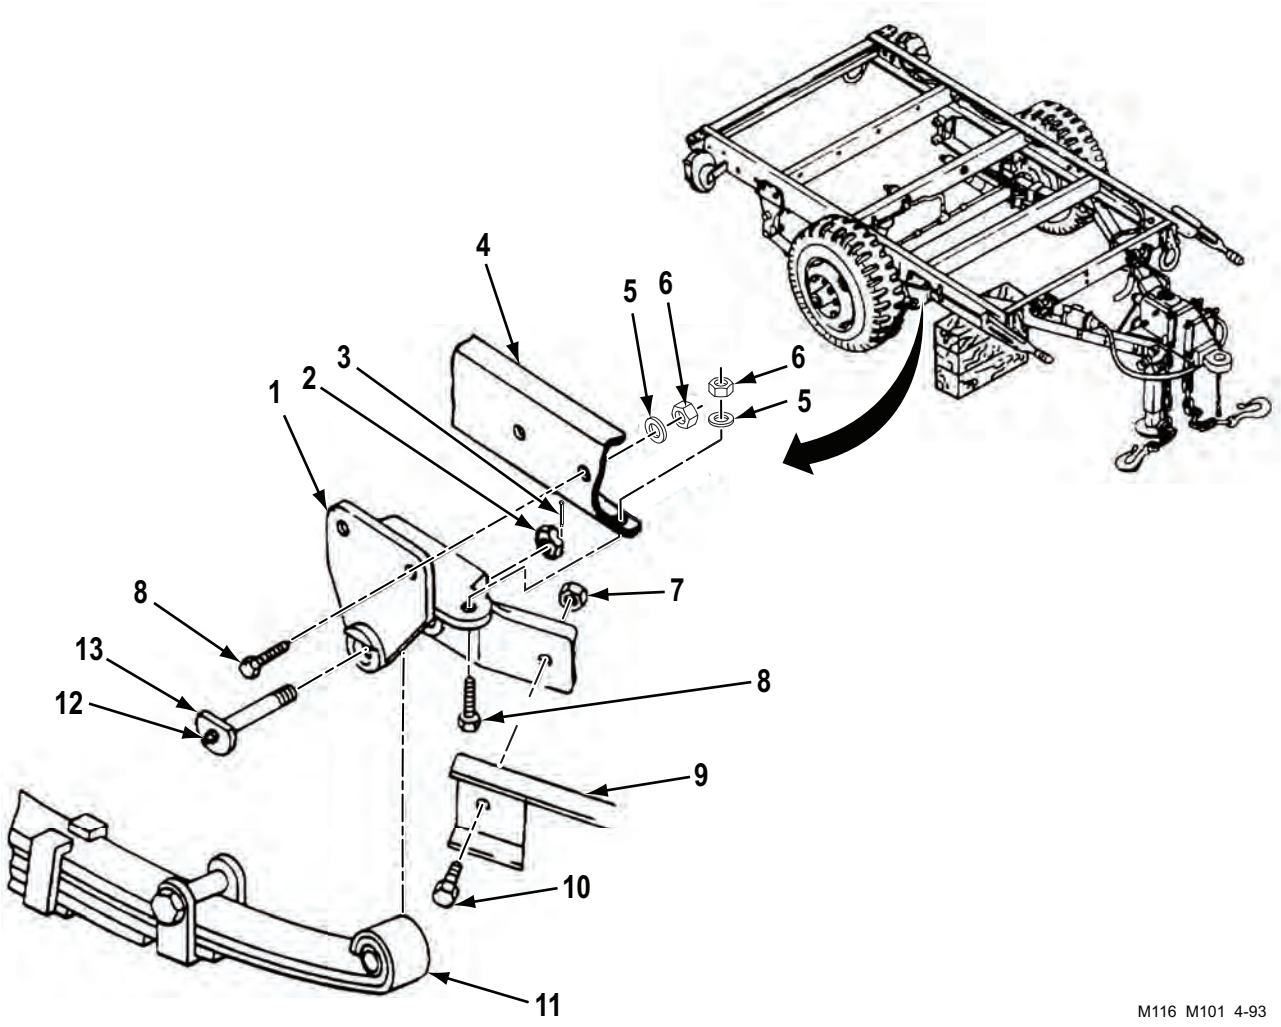

Figure 2. Front Spring Hanger Removal.
3. Remove cotter pin (Figure 2, Item 3), slotted nut (Figure 2, Item 2), and shackle pin (Figure 2, Item 13) from spring (Figure 2, Item 11) and front spring hanger (Figure 2, Item 1). Remove lubrication fitting (Figure 2, Item 12) from shackle pin (Figure 2, Item 13). Discard cotter pin (Figure 2, Item 3) and lubrication fitting (Figure 2, Item 12).
4. Lower lifting device until spring (Figure 2, Item 11) is clear of front spring hanger (Figure 2, Item 1).
5. Remove self-locking nut (Figure 2, Item 7) and cap screw (Figure 2, Item 10) from drawbar (Figure 2, Item 9) and front spring hanger (Figure 2, Item 1). Discard self-locking nut (Figure 2, Item 7).
6. Remove four self-locking nuts (Figure 2, Item 6), washers (Figure 2, Item 5), and cap screws (Figure 2, Item 8) and front spring hanger (Figure 2, Item 1) from frame (Figure 2, Item 4). Discard self-locking nuts (Figure 2, Item 6).